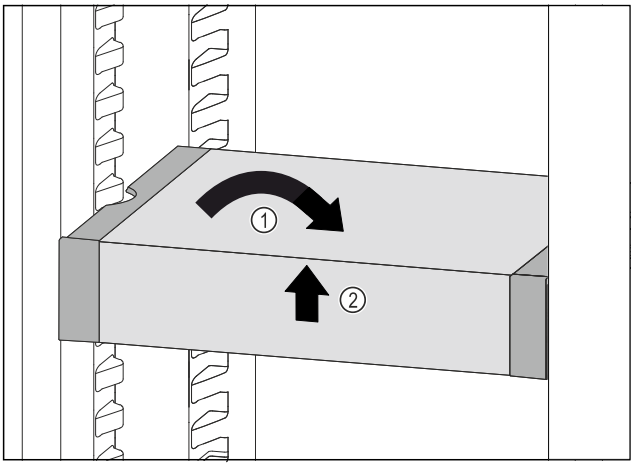

Fig. 118
▶ Set VarioSafe straight. *Fig. 118 (1)*
▶ Lift VarioSafe at the front. *Fig. 118 (2)*